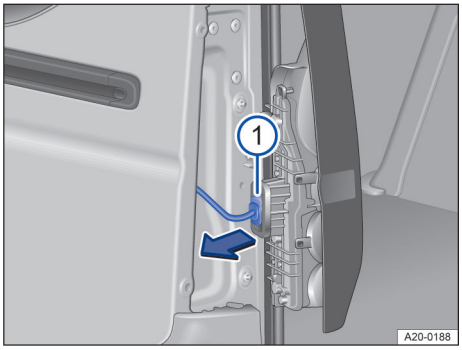

Fig. 174 Sur le bloc de feux arrière : débranchement du connecteur
1. Débranchez le connecteur dans le sens de la flèche → fig. 174 ①.
4. Rebranchez la fiche de raccordement sur le porte-ampoule → fig. 174 ①.